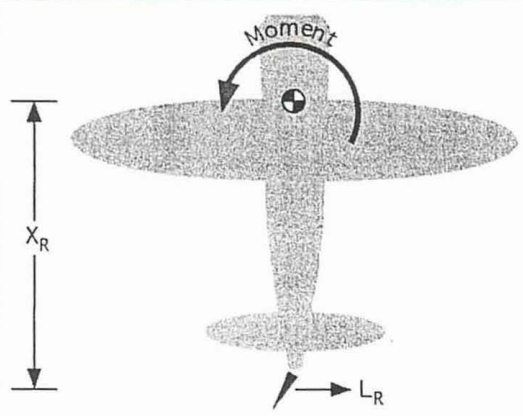

Figure 1
Step on the left pedal and the rudder deflects trailing-edge-left. This creates a force, or lift, to the right. Since the lift can be treated as a single force acting through an airfoil's center of pressure (CP), and since the airplane rotates around its center of gravity (CG), a yawing moment is created. The magnitude of this moment is the force of the rudder lift times the moment arm or horizontal (longitudinal, actually) distance between the rudder's CP and the airplane's CG as depicted in Figure 1. More pedal — more moment — more yaw (sideslip, actually). The sideslip does not continue to increase because an equilibrium, or balance of yawing moments, is reached. The airplane's overall directional stability provides a restoring yawing moment equal and opposite to the one caused by the rudder deflection. So, a constant rudder displacement should result in a constant sideslip, although the airplane may continue to yaw (as in a flat turn).